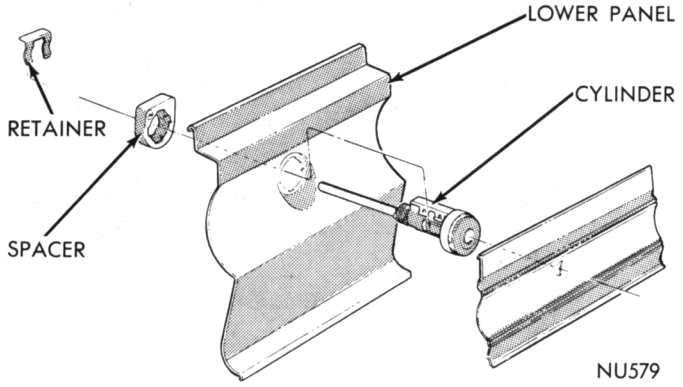
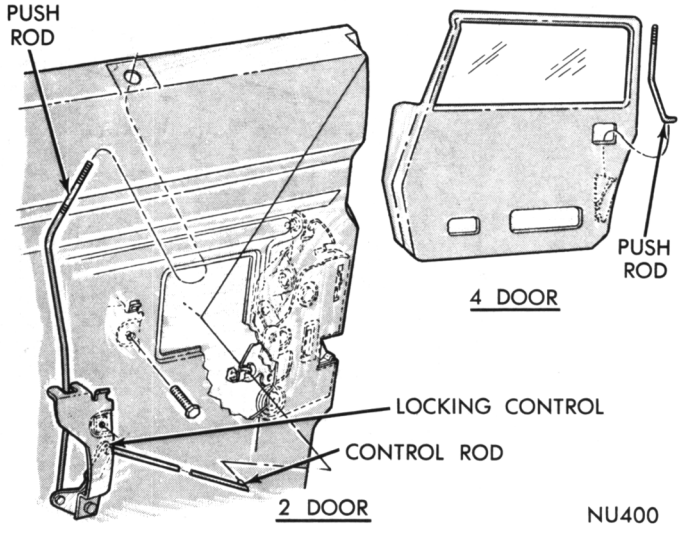

Fig. 18—Door Lock Cylinder
Fig. 19—Latch Push Rod
(1) With window in up position, disconnect cylinder link (Fig. 18) from clip on lock lever and from cylinder.
The latch push rod (Fig. 19) is positioned through an opening in the door belt area approximately at the front end of the arm rest position on 2 door models. On 4 door models the push rod is located approximately above the latch (Fig. 18).
The remote control switch (front doors only) (Fig. 19) is attached to the door inner face with one screw. The remote control push rod is attached to the switch with a "push-on" type retainer.